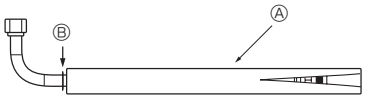
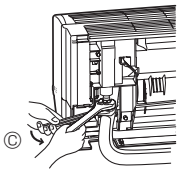

Fig. 3-8
Fig. 3-9
3. Mirando en el sentido en que se retirará el tubo de conexión en L ④, realice una conexión rápida en la abertura abocinada de conexión de la unidad interior.
4. Apriete la tuerca abocardada con doble llave de boca. (Fig. 3-9)
1. Corte el tubo de conexión en L ④ en la posición indicada en la (Fig. 3-8).
2. Introduzca la tuerca abocardada que se había retirado anteriormente en el lado recto del tubo de conexión en L ④ y luego abocine el extremo del tubo.
5. Conecte rápidamente el tubo de conexión en L ④ que se ha procesado según se describe en la parte 2) en la abertura abocinada de conexión de la unidad interior.
6. Apriete la tuerca abocardada con doble llave de boca. (Fig. 3-9)